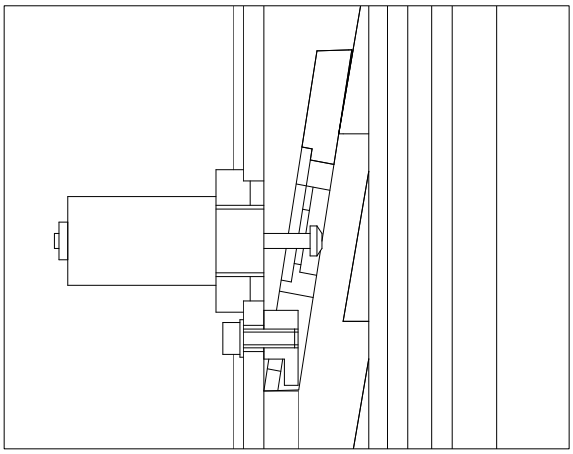

Fig. 33
• Monter les sécurités, comprenant électroaimant, plaque d'autoverrouillage et crochet, selon la fig. 33.